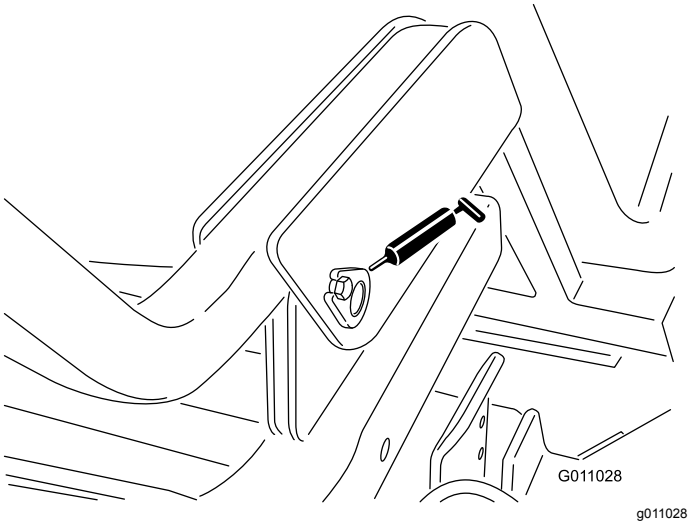

Figur 36
- Beholderaksel (nedre) (2) (Figur 36)